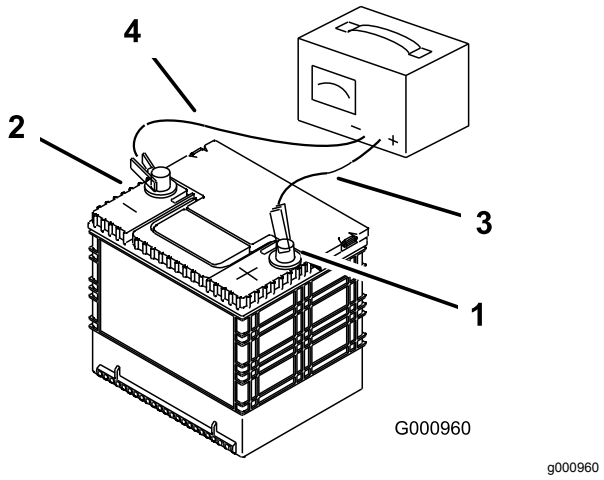

Figuur 75
2. Zodra de accu volledig is opgeladen, haalt u de acculader uit het stopcontact en maakt u vervolgens de oplaadkabels los van de accuklemmen (Figuur 75).